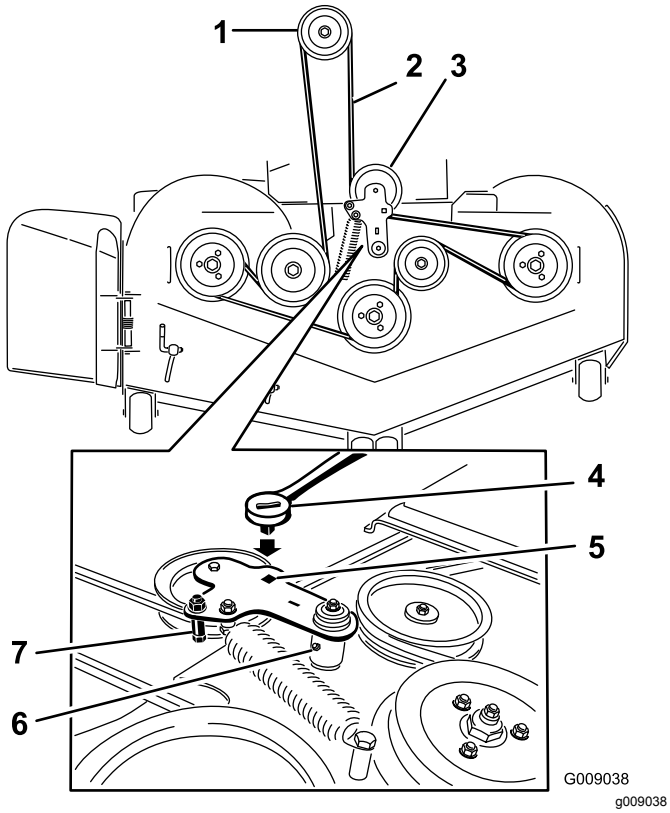

Figura 84
7. Utilice una llave de carraca en el taladro cuadrado del brazo tensor para aliviar la tensión del muelle tensor (Figura 84).
9. Instale la guía de la correa en el brazo tensor tensado con muelle (Figura 84).
11. Pase la correa nueva alrededor de las poleas del cortacésped y de la polea del embrague, debajo del motor (Figura 84).
12. Instale la guía de la correa en el brazo tensor (Figura 84).
13. Utilizando la llave de carraca en el taladro cuadrado, instale el muelle tensor (Figura 84).